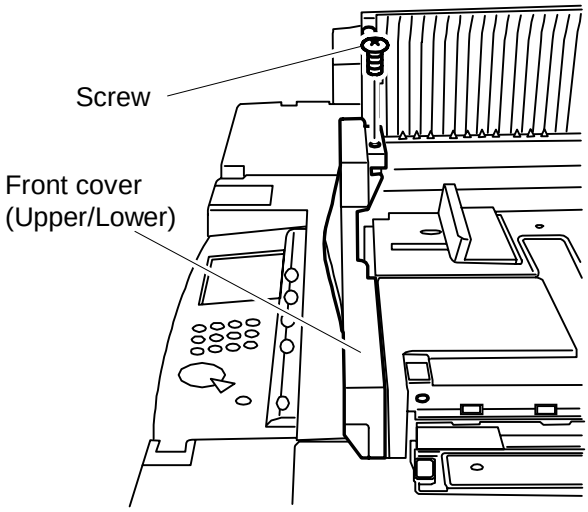

Fig. 4
3) Open the upper cover assembly and remove 1 screw, then remove the front cover (upper/lower) (Fig. 4).